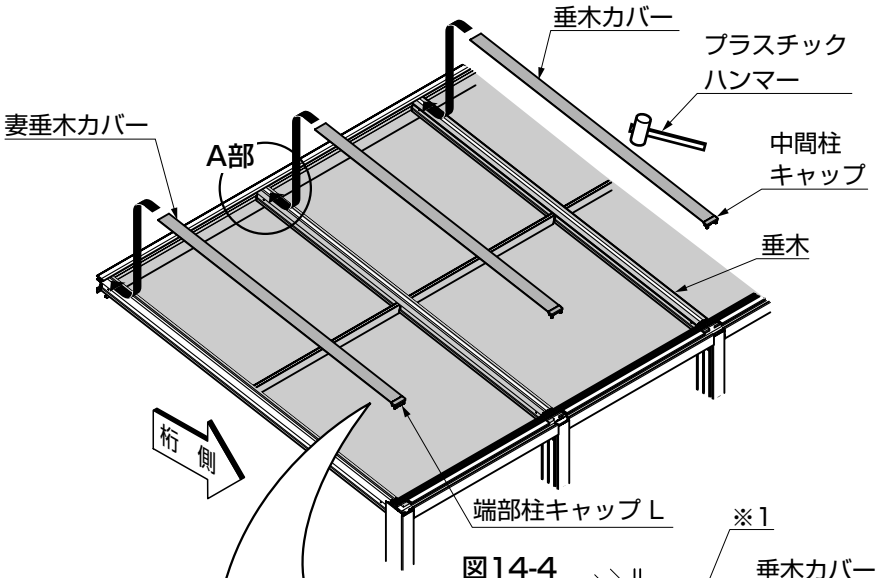

図14-4
⑤垂木カバー、妻垂木カバーを垂木掛けに差込んでください。妻垂木カバーは両端の垂木に、垂木カバーは中間の垂木に取付けてください。（図14-4参照）